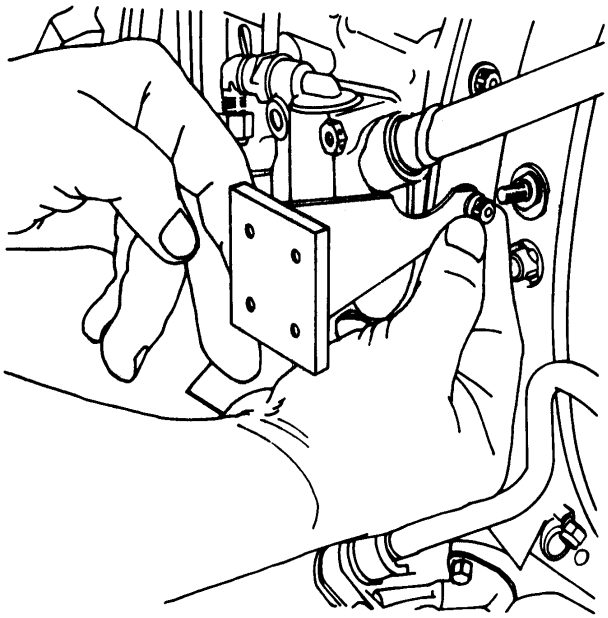

Figure 1. Installing 23051228 Horizontal Vibration Pickup Mounting Adapter (compressor) (Transducer Not Shown)
a. Install the horizontal vibration transducer 4–106–0002 on the 23051228 horizontal vibration pickup mounting adapter. Then install on the compressor housing–to–air inlet housing splitline at the 9 o'clock position as shown in (figure 1).